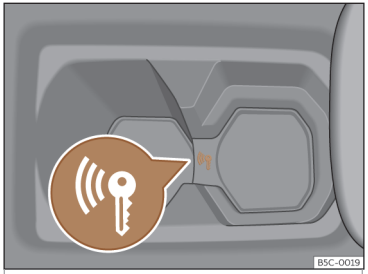

Abb. 142 In der Mittelkonsole: Notstart.
- Unmittelbar nach Drücken des Starterknopfes legen Sie den Schlüssel in den Getränkehalter in der Mittelkonsole››› **Abb. 142** so nah wie möglich am Logo *Kessy*.